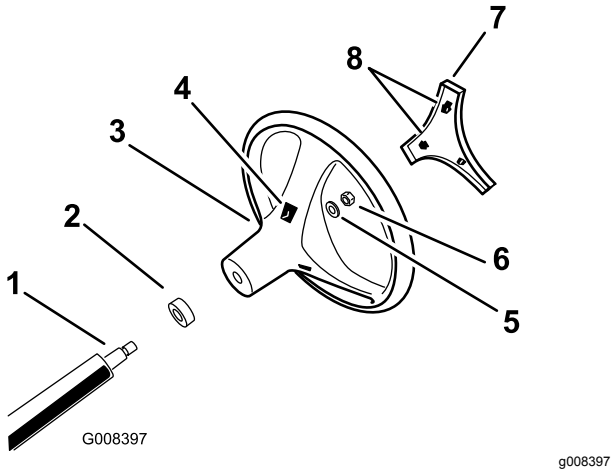

Bild 3
4. Befestigen Sie das Lenkrad mit der Sicherungsmutter an der Welle und ziehen diese bis auf einen Drehmoment von 24-29 N·m fest.Bild 3
5. Fluchten Sie die Nasen der Abdeckung mit den Schlitzen im Lenkrad aus und lassen Sie die Abdeckung an der Lenkradnabe einrasten (Bild 3).